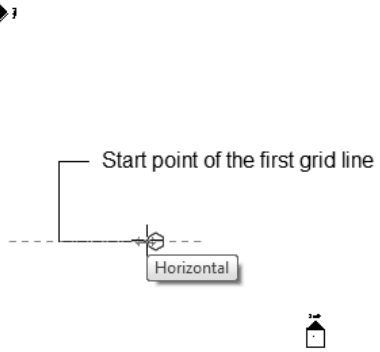

Figure 3-56 *The location for the start point of the first horizontal grid line*
3. Ensure that the **Line** tool is invoked from the list box in the **Draw** panel of this tab. Then, move the cursor toward the lower left corner of the drawing area (near the **South** elevation arrow) and click, as shown in Figure 3-56.